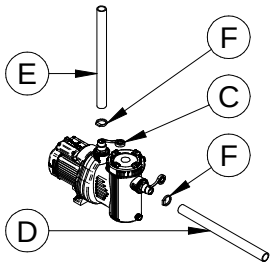

Fig. 24
3. Bringen Sie einige Wicklungen Teflonband an den Schlauchhalterungen (Fig. 24, # C; *Hydraulikkomponenten*) an, um die Dichtigkeit des Schlauchs (*Hydraulikkomponente*) an der Schlauchhalterung zu garantieren.
4. Schließen Sie den Schlauch (*Hydraulikkomponente*) der *Ansaugung* an die Schlauchhalterung IN (Fig. 24, # D) und den Schlauch des *Auslasses* an die Schlauchhalterung OUT an (Fig. 24, # E). Sichern Sie die Schläuche (*Hydraulikkomponenten*) mit Manschetten (Fig. 24, # E).